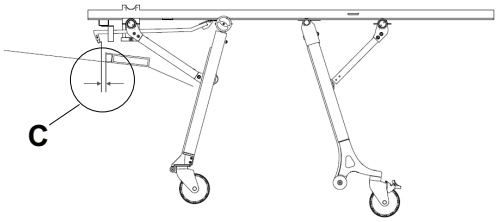

Abbildung 15 – Abstand zwischen Sicherheitshaken und Fangplatte
- Horizontaler Abstand (C) zwischen Sicherheitshaken und Fangplatte ist für das Entladen ausreichend (Abbildung 15)